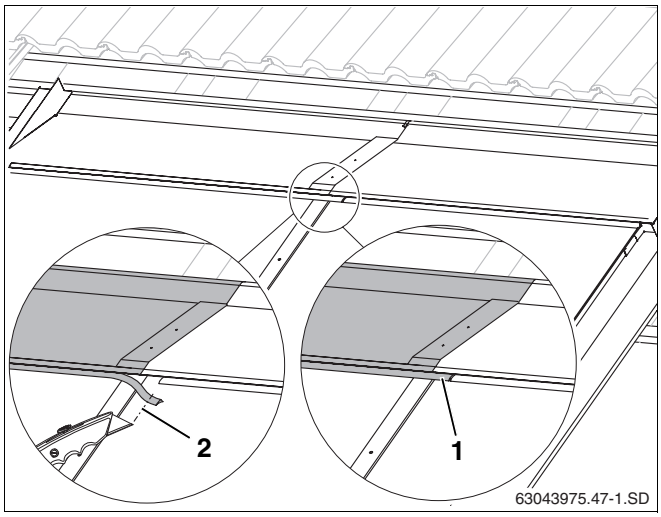

Abb. 57 Gummilippe zuschneiden
- Gummilippe soweit kürzen (Abb. 57, **Pos. 2**), dass sie an die Gummilippe des rechten Abdeckbleches stößt.
- Die Gummilippe des linken Abdeckbleches auf den Falz des rechten Abdeckbleches stecken (Abb. 57, **Pos. 1**).